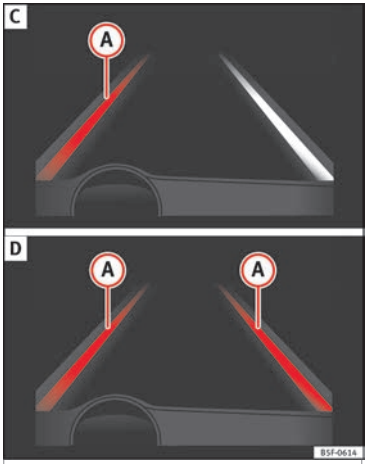

Fig. 190 On the instrument panel display: Indication on the Lane Assist system display (example 2).
– The system is operational, the highlighted line (A) indicates that there was a risk of involuntarily crossing the lane line and that the steering is being adjusted to correct the angle ››› Fig. 190 C.
– The two lines (A) light up simultaneously when both lane lines are recognised and the Lane Assist function is active ››› Fig. 190 D.